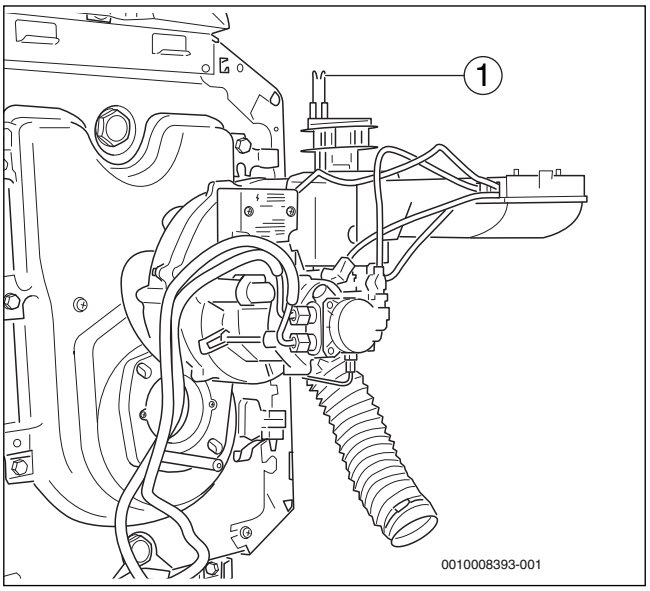

Fig. 33 Posizionare il bruciatore in posizione di servizio
▶ Bruciatore in posizione di servizio (→ fig. 33).